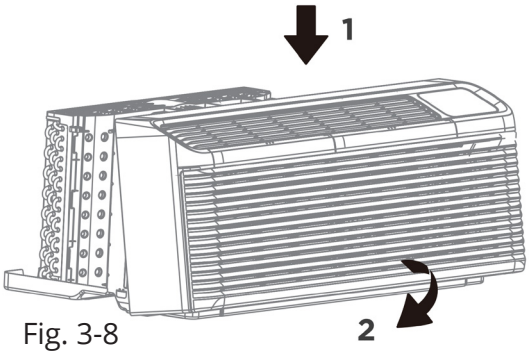

Fig. 3-8
2. Push inward at the bottom until the panel snaps into place. (See Fig. 3-8.)